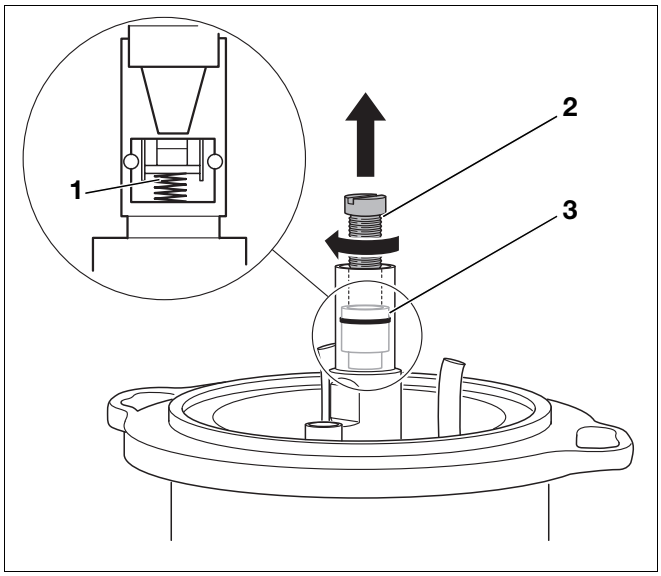

Rys. 38 Wymiana zaworu odcinającego
Zawór odcinający(Rys. 38, **Poz. 3**) w podgrzewaczu wstępnym oleju działa na zasadzie zaworu zwrotnego. Pracująca pompa olejowa przetłacza olej przez zawór odcinający. W momencie wyłączenia pompy olejowej, zawór odcinający zostaje zamknięty pod wpływem działania sprężyny (Rys. 38, **Poz. 1**).
- Wkręcić śrubę M5 × 50 (Rys. 38, **Poz. 2**) i wyciągnąć zawór odcinający (Rys. 38, **Poz. 3**).